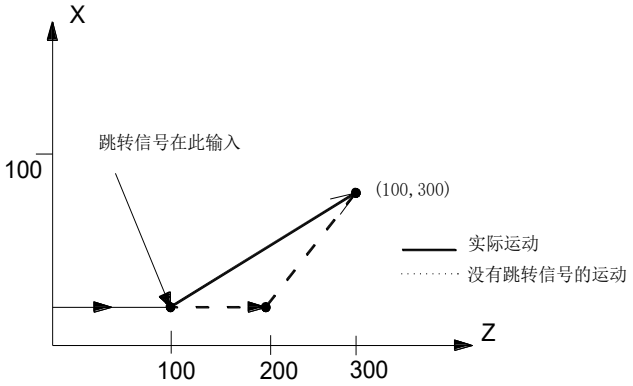

图 3.10-3
③. G31 的下一个程序段是2 个轴的绝对坐标编程, 从跳转点为起点到2 个轴的绝对坐标位置为终点走G01直线，如下图3.10-3